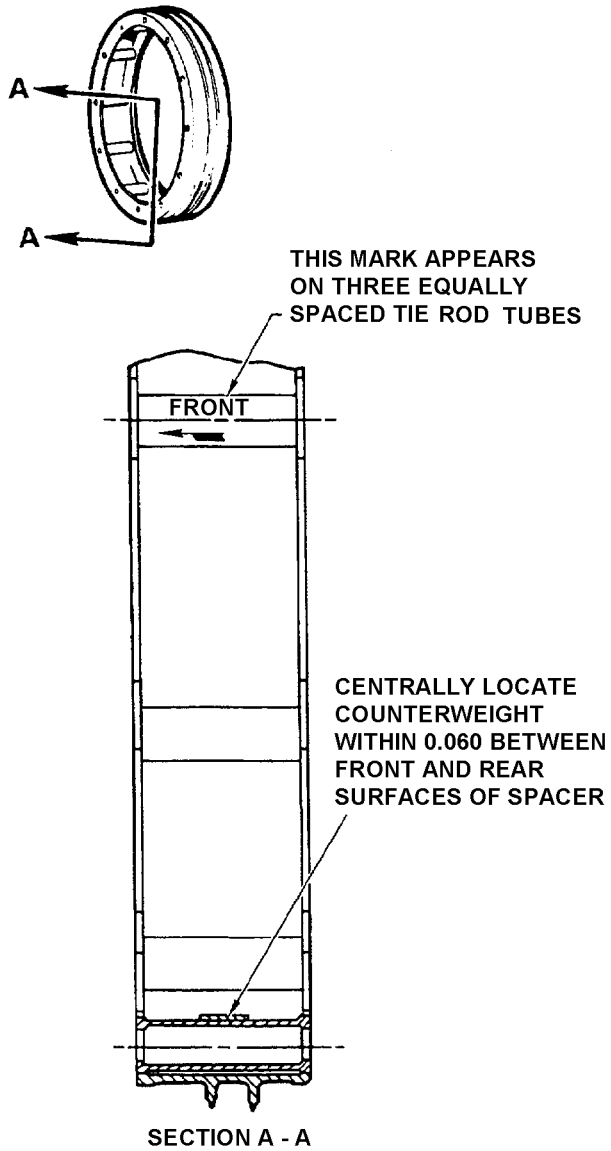

Figure 4. Counterweight, Rear Compressor Rotor Spacer – Installation
11. SPACER ASSEMBLY – STATIC BALANCE. (Figure 4 and Table 2)
(1) Rotate spacer at 600 rpm minimum.
(2) Final static unbalance of spacer must not be more than 0.200 ounce–inch.
(3) If initial unbalance is less than 0.500 ounce–inch, correct by adding two counterweights, 180 degrees apart (Figure 4). One of these counterweights must be Class I (Table 2).
(4) If initial unbalance is more than 0.500 ounce–inch correct by adding up to five counterweights. These counterweights may be added on up to five adjacent tubes.